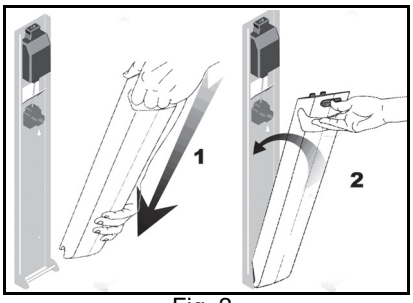

Fig. 2
1) Sett batteri-pakken inn i laderen og trykk den godt på plass (se Fig. 2).